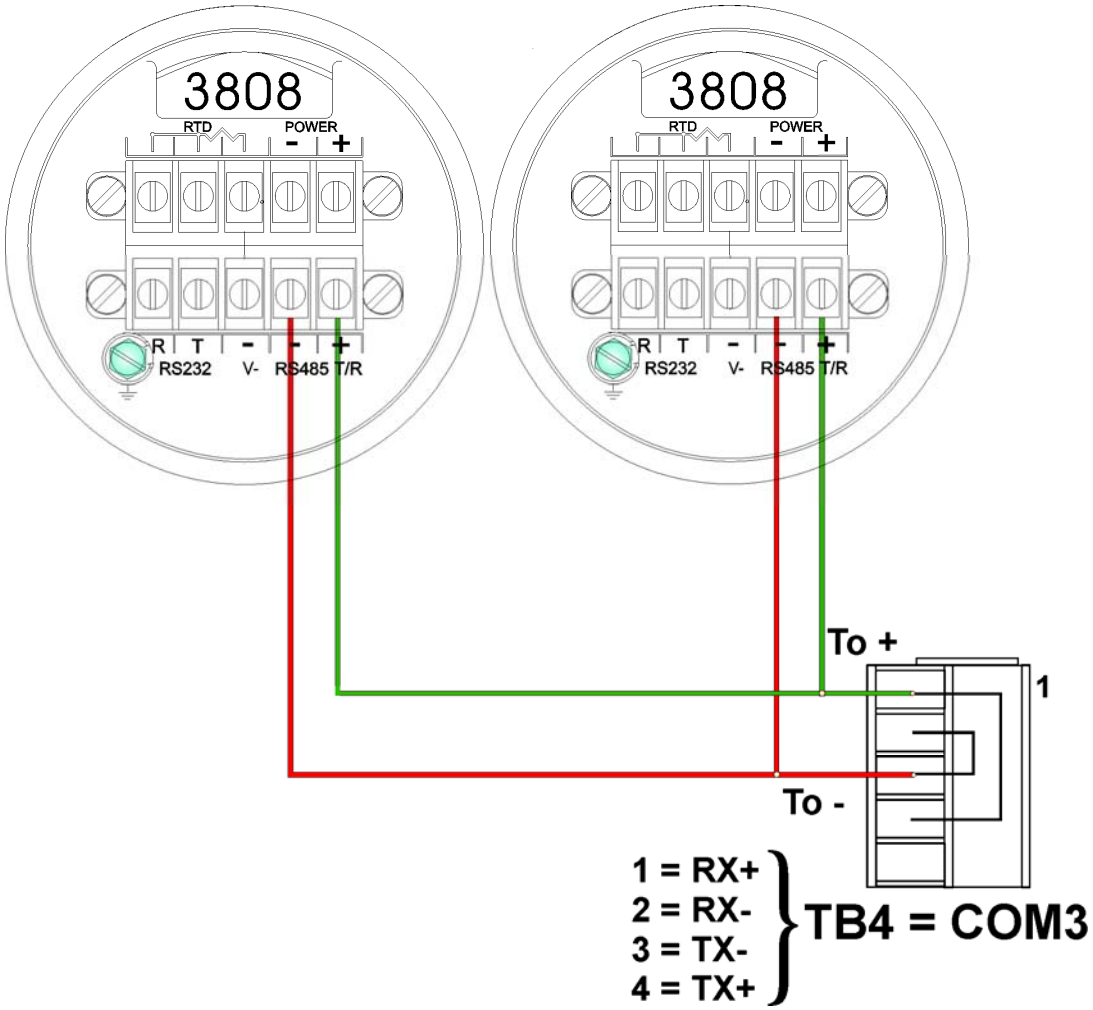

**Figure C-10 - ControlWave Express to 3808s - RS-485 Network Diagram**
Up to two (2) Model 3808 Transmitters can be connected to a ControlWave Express via a half duplex RS-485 Network. An illustration of this network is provided in Figure C-10.